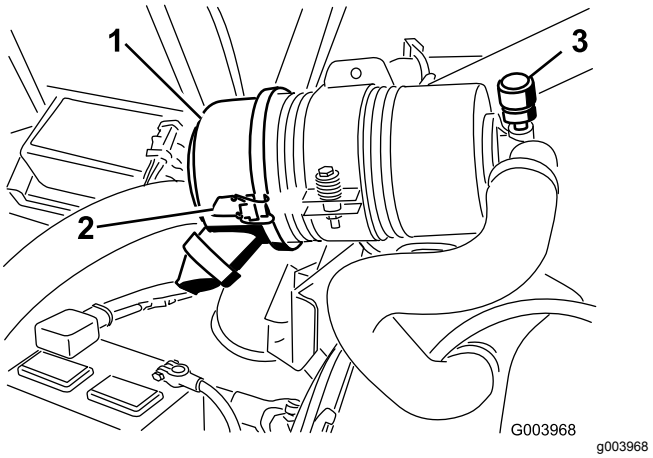

Figur 51
Utför bara service på luftrenarfiltret när serviceindikatorn (Figur 51) anger att det krävs. Om du byter luftfiltret tidigare ökar det risken för att smuts kommer in i motorn när filtret har avlägsnats.
1. Lossa spärrhakarna som fäster luftrenarkåpan på luftrenarhuset (Figur 51).